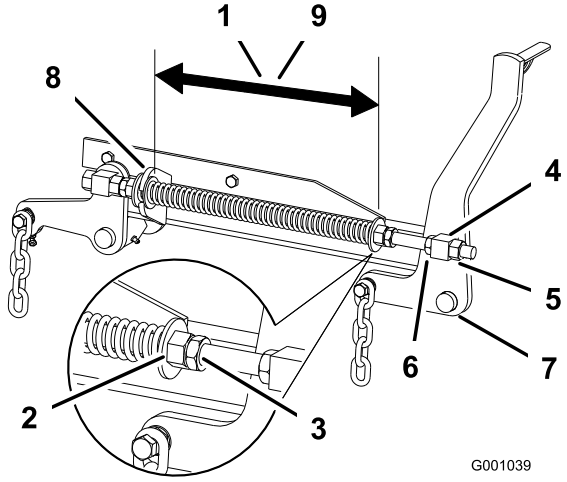

Figuur 83
2. Controleer de afstand tussen de twee grote ringen; deze moet 28,2 cm bedragen bij een 132 cm maaidek en 26,7 cm bij een 152 cm maaidek (Figuur 83).
3. U kunt deze afstand instellen door de contramoer van de veer los te draaien en vervolgens te draaien aan de moer op de voorkant van elke veer (Figuur 83). Als u de moer rechtsom draait, wordt de veer korter; als u de moer linksom draait wordt de veer langer.
4. U borgt de moer in deze stand door de contramoer van de veer vast te draaien (Figuur 83).